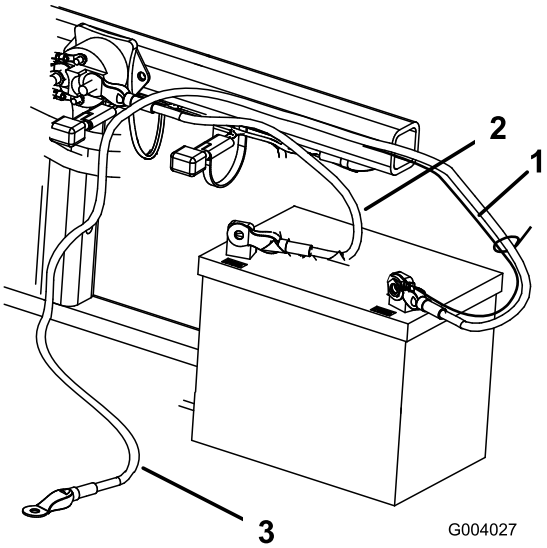

**Figur 5**
2. Fäst pluskabeln (röd) vid pluspolen (+) med en bult och låsmutter på 1/4 x 5/8 tum (Figur 5).
3. Fäst den lilla svarta kabeln och minuskabeln (svart) vid batteriets minuspol (–) med en bult (1/4 x 5/8 tum) och en låsmutter (1/4 tum) (Figur 5).